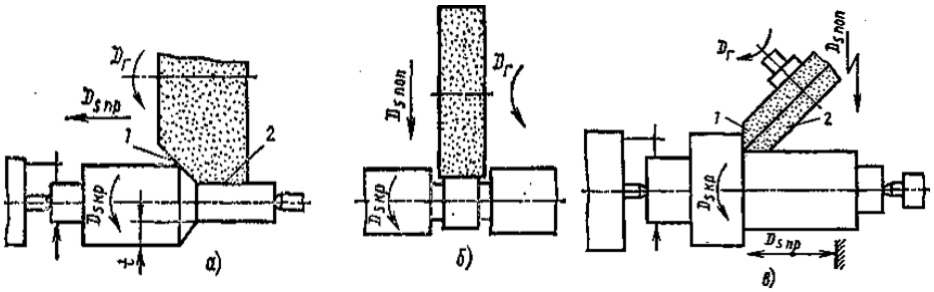

Рисунок 3 –Схемы наружного шлифования в центрах:
2.Составить конспект лекции. Обязательно изобразить рис.3 - Схемы наружного шлифования в центрах:
В зависимости от направления поступательного движения подачи различают еще несколько видов круглого шлифования: глубинное и шлифование уступами (рисунок 3),